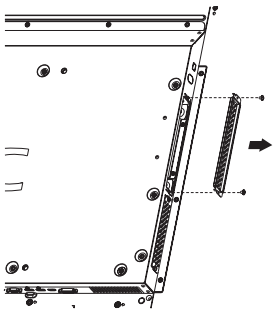

Figura 1
2. Rimuovere la copertura dello slot svitando le viti (**Figura 1**).